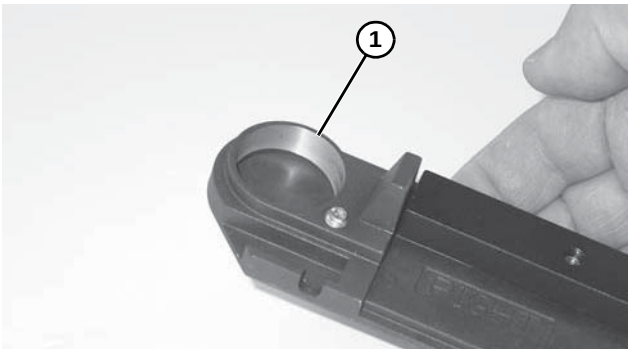

Abbildung 79
1. Die Lagerauflagefläche der Kopfplatten **(Abbildung 79, Teil 1)** überprüfen. Wenn sie verschlissen oder beschädigt sind, müssen sie ausgetauscht werden. Siehe „Serviceteile“ ab Seite 38.